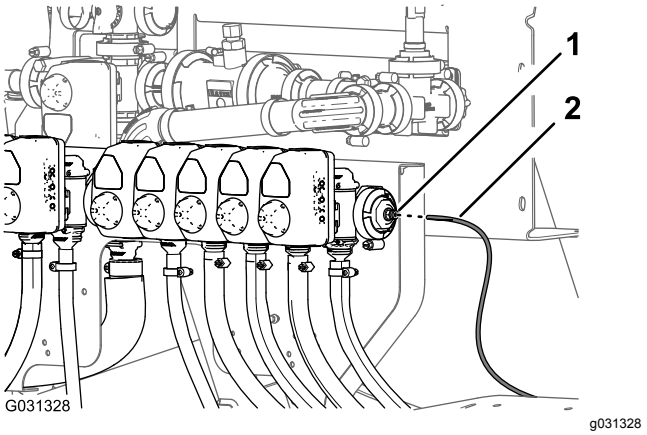

Figuur 139
1. Lijn het uiteinde van de druksensorbuis (plastic) voor de drukmeter in het dashboard uit met de borgkraag voor de buiskoppeling (Figuur 139).
2. Druk de sensorbuis in de borgkraag tot de buis niet meer verder kan (Figuur 139).